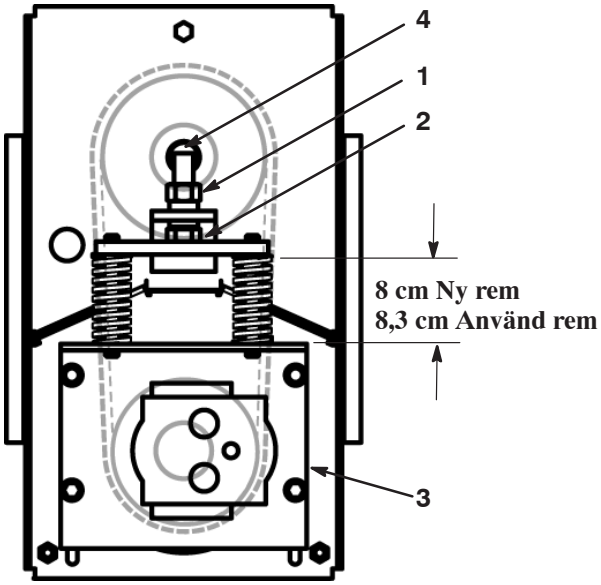

Figur 66
5. Dra åt spännbulten tills fjädrarna är sammanpressade till det mått som visas i figur 66.
11. Dra åt spännbulten tills fjädrarna är sammanpressade till det mått som visas i figur 66.